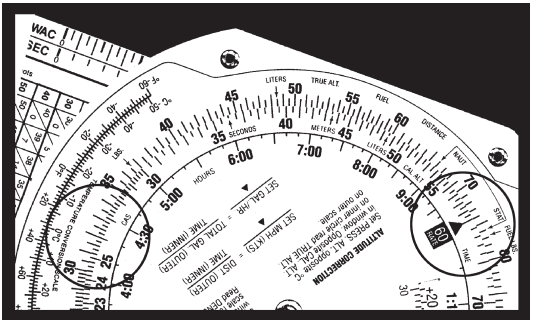

Figure 7
1. Set 4:20 on the inner scale (or 260 on the middle scale) opposite of 32 on the outer scale. *See* Figure 7.